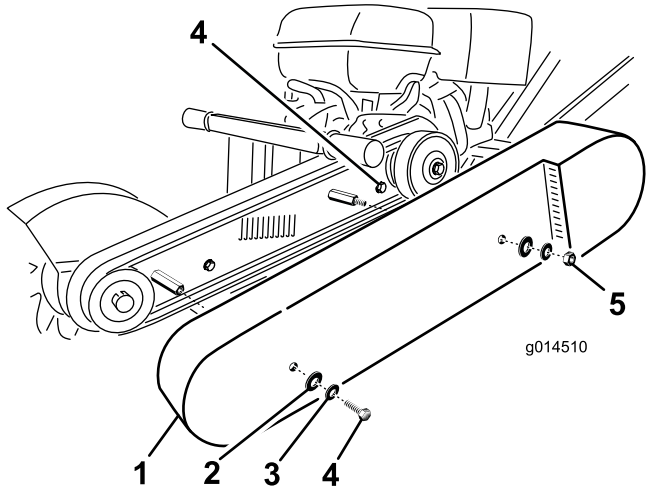

Figura 20
2. Retire los tornillos de retención del protector de la correa (Figura 20).